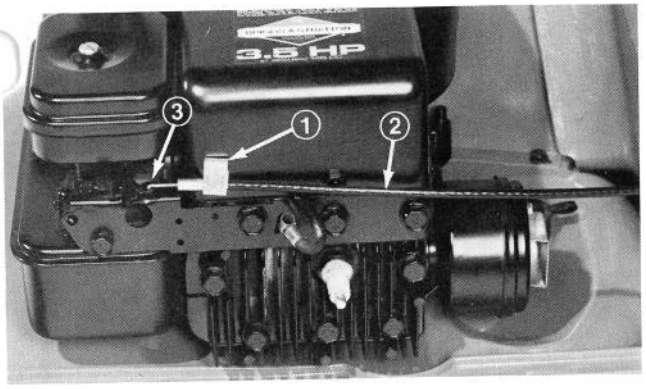

Afbeelding 32
3. Maak de kabelklemschroef los totdat d gaskabel heen en weer geschoven kan worden (Afb. 32).
4. Breng de bedieningsarm van de carburateur naar rechts totdat het tegen de geaarde klamp komt (Afb. 32). Trek zachtjes aan de gaskabel om speling